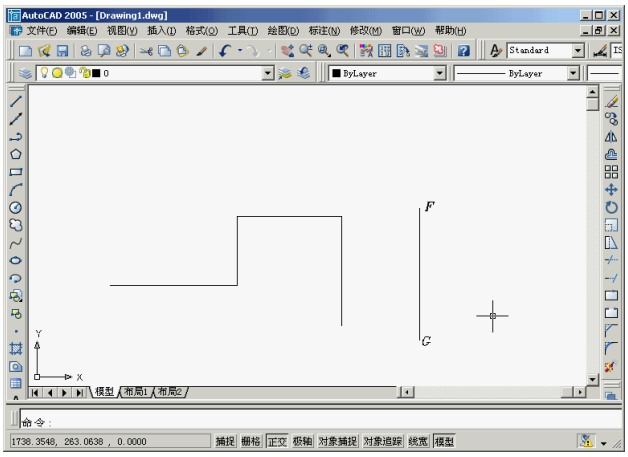

图1-3　画直线 *FG*
5. 按 Enter 键重复画线命令，画直线 *FG*，如图 1-3 所示。